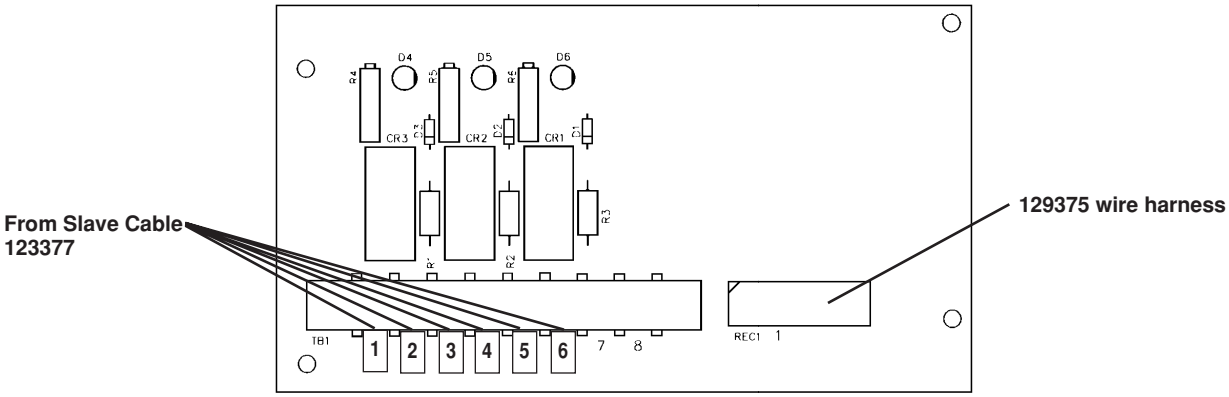
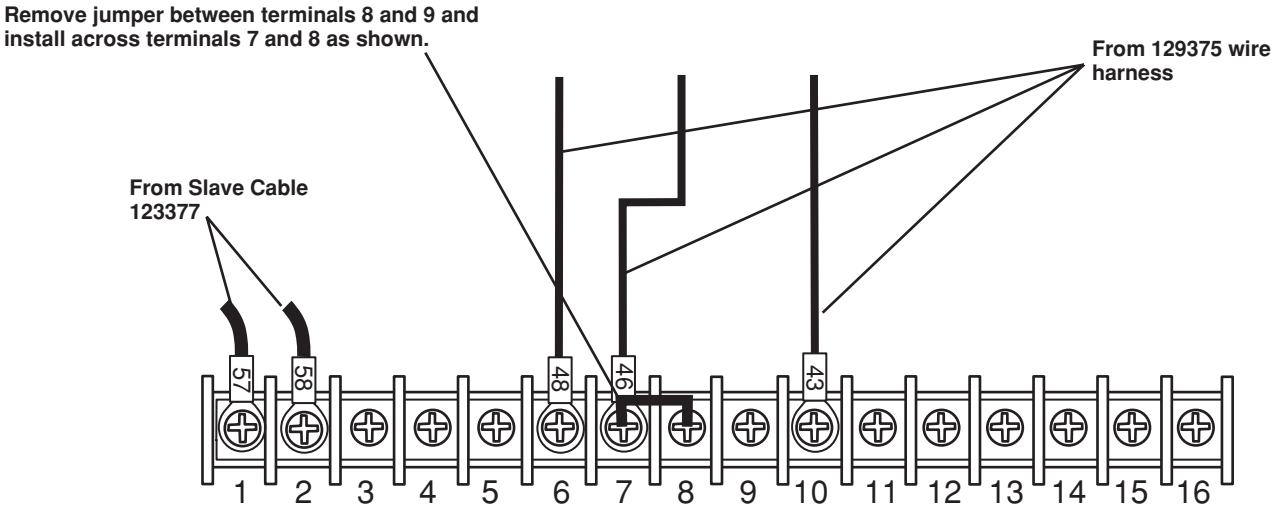

Figure a-2 Current Setpoint PCB Connections
Figure a-3a Terminal Strip Connections
2. Connect the fork terminals to the terminal strip (TB1) on the Current Setpoint PCB: from left to right, connect terminals 1, 2, 3, 4, 5, 6. See Fig. a-2.
1. Connect wires 57 and 58 from the 123377 harness to H401 terminal strip points 1 and 2 as shown in Fig. a-3a.
1. Remove jumper between H401 terminals 8 and 9 and install jumper across terminals 7 and 8. See Figure a-3a.
1. Connect wire harness 129375 from REC1 of the Current Setpoint PCB (Fig. a-2) to H401 terminal locations as shown in Fig. a-3a.